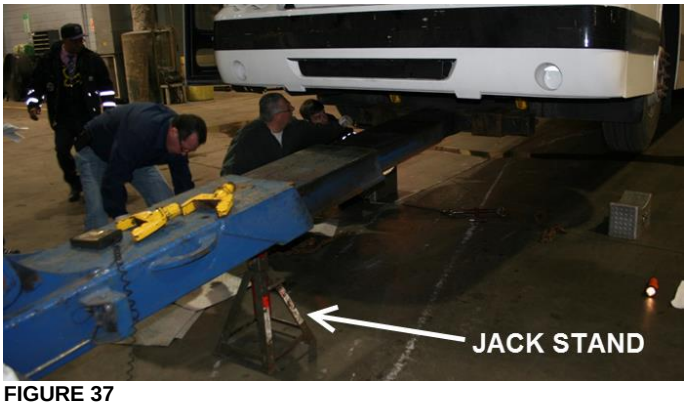

FIGURE 37
7. Install a jack stand under the stinger arm for support and safety purposes and then lower the stinger arm so it rests on the jack stand (Figure 37). The tow cans or blocks can be removed from under the front axle wheels.